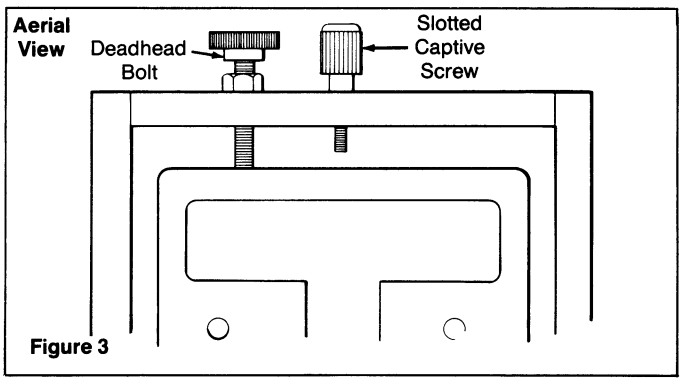

Figure 3
3. Disengage the tilt-back head from its locked shipping position by unscrewing the slotted captive screw (Figure 3) at the rear of the press, and tilt the head back. This allows the operator greater visibility during wire preparation.
2. The deadhead bolt is adjusted as follows. With the press head held in the upright position by the spring-loaded ball plunger, screw the deadhead bolt in (Figure 3) until it comes in contact with the base. Then use a wrench to tighten its locking nut firmly in place.